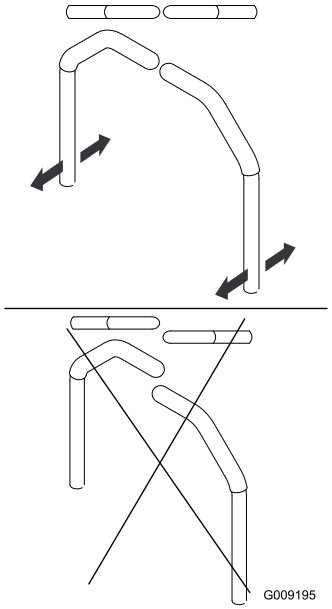

Figur 77
4. Rikta in reglagen i främre-bakre läge genom att föra ihop dem i neutralläget, skjuta dem tills de är inriktade och sedan dra åt skruvarna (Figur 77).